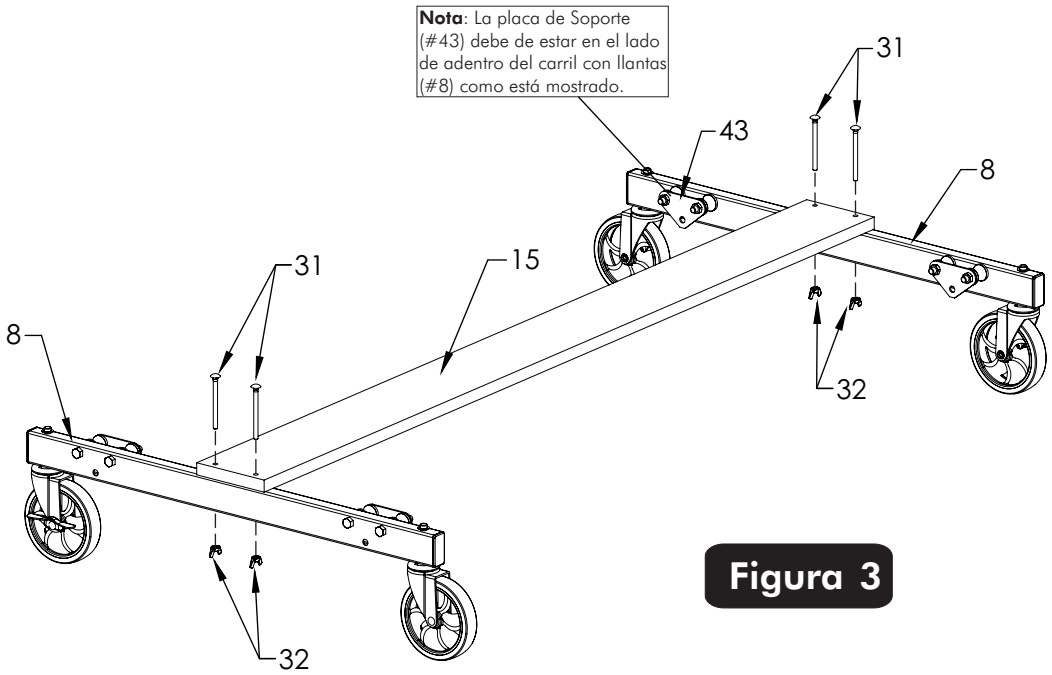

Figura 3
3. Una la Tabla Inferior (#15) a el Carril con Llantas (#8) como esta mostrado en la **Figura 3**. Voltee los Carriles como están ilustrados y una la Tabla Inferior con los cuatro Tornillos de Carruaje (#31) y las cuatro Tuercas de Mariposa (#32). Atornille tuercas asegurándose que estén apretadas y seguras.